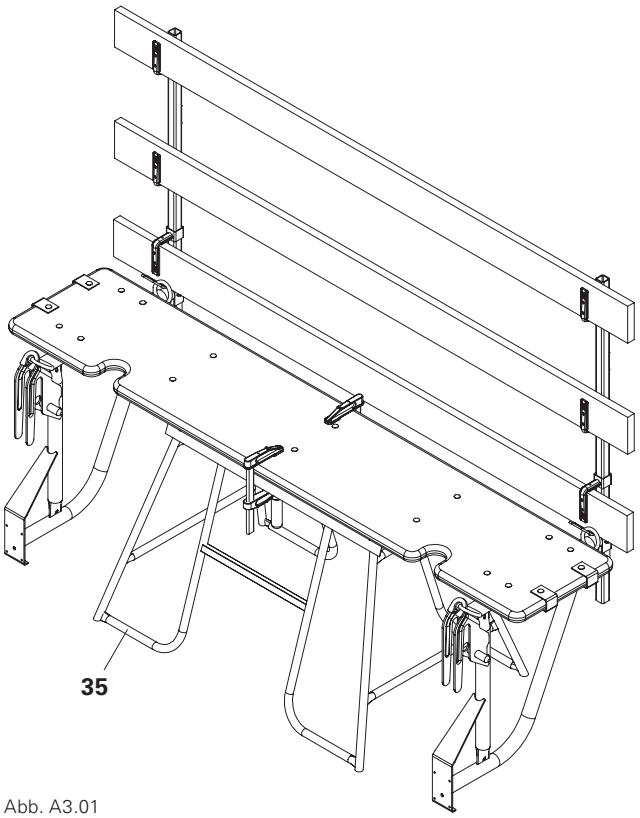

Abb. A3.01
4. Bühne mit Schraubzwingen auf dem Hilfsbock sichern. (Abb. A3.01)